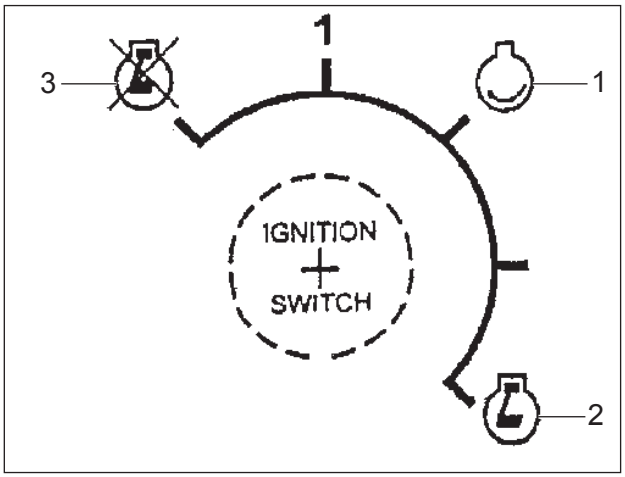

Figure 7.2 - Key Positions
3. Turn the ignition key (Item 8) to position (Item 2, Reference: Figure 7.2), the “on” position
4. Now turn the key to position (Item 2, Reference: Figure 7.2). Hold this position until the engine will crank and start after the warning beeper has sounded for approximately 7 seconds.
5. All the lights should extinguish after start-up (with the exception of the machine run and fuel on lamps). If the other lights remain illuminated or illuminate during operation, there is a fault relevant to that indicator. Return ignition key to (Item 1, Reference: Figure 7.2) immediately after the engine starts.
6. When stopping the engine, ensure all control levers are in neutral. Reduce engine speed gradually by adjusting the throttle lever. Then turn the key to position (Item 3, Reference: Figure 7.2) and the engine will stop.